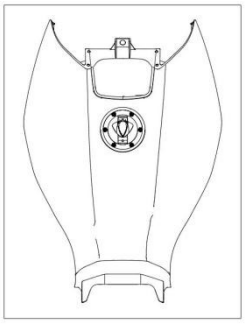

Рис. 10
4.9. Крышка топливного бака (Рис. 10)